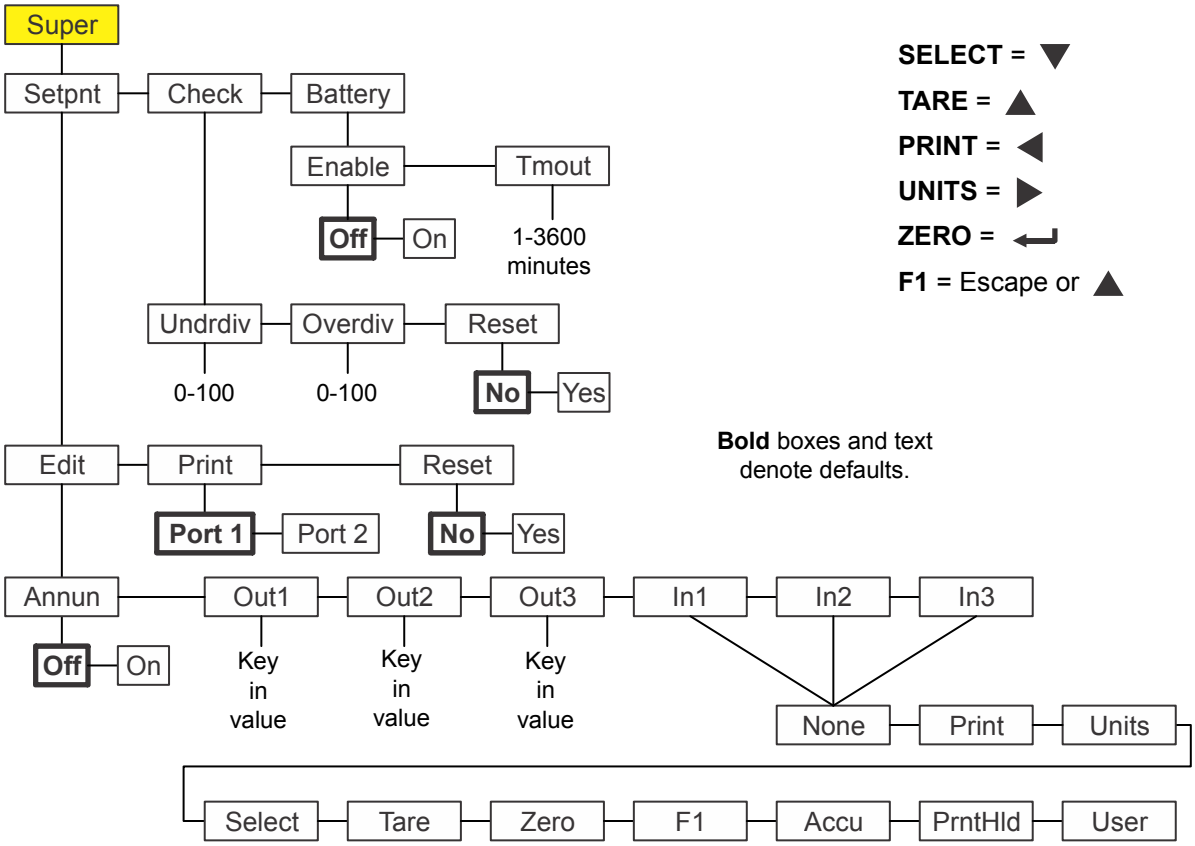

Figure 8.4 Supervisor menu for the Checkweighing application
Figure 8.4 shows the Supervisor menu when you are in the Checkweighing application:
*The **Setpnt** and **bAttErY** submenus in Figure 8.4 are the same as described in General Weighing application supervisor menu on page 40. Go there for information on those submenus. The unique submenus to this application are described below.*